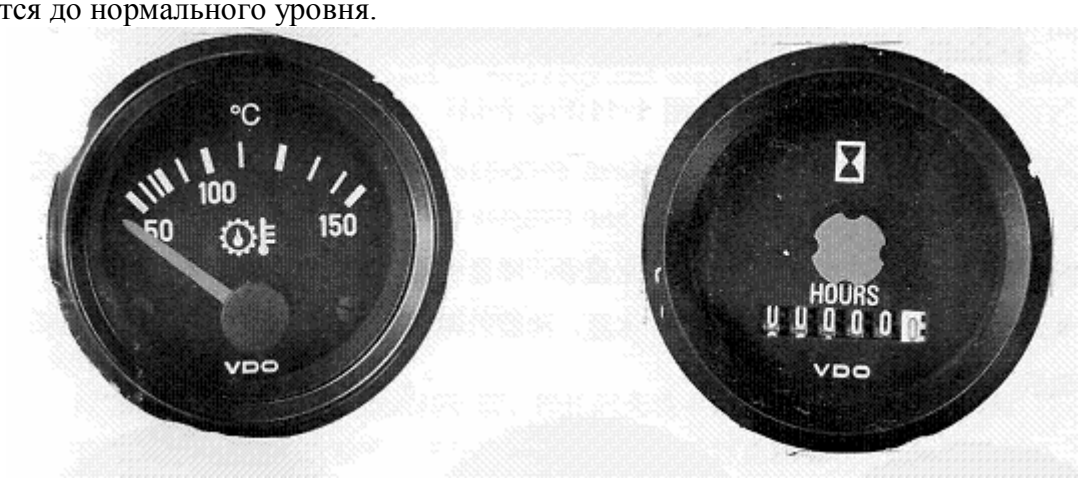

Рис. 1-18 Рис. 1-19
1.6.5. Указатель температуры масла (Рис. 1-18)